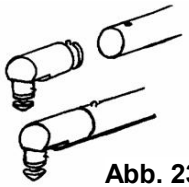

Abb. 23
- Drücken Sie den Arretierbolzen des Ausgangsstücks und stecken Sie es mit leichten Drehbewegungen in das Schlagrohr. (Abb. 23)